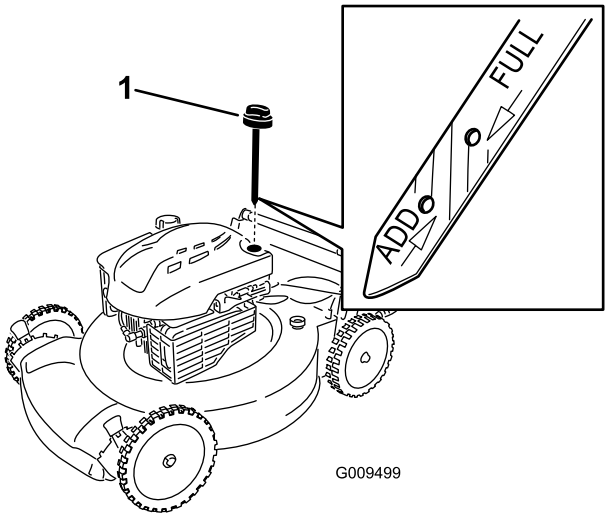

Figur 25
6. Ta ur oljestickan ur oljepåfyllningsröret (Figur 25).